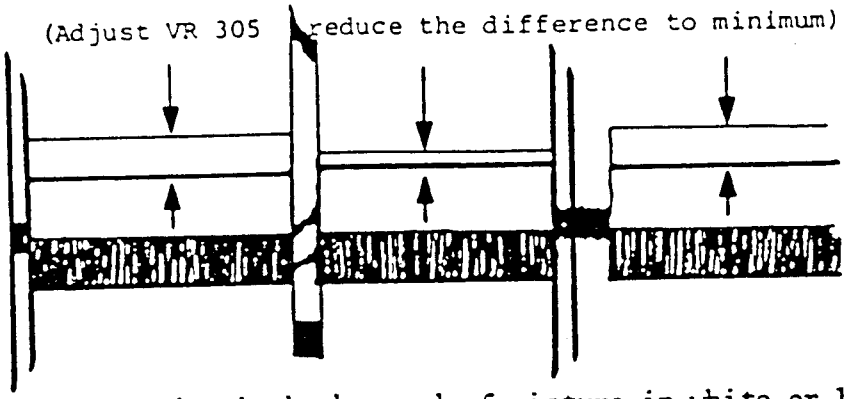

Fig.12
6. Adjust VR305 to obtain the waveform as in Fig.12.